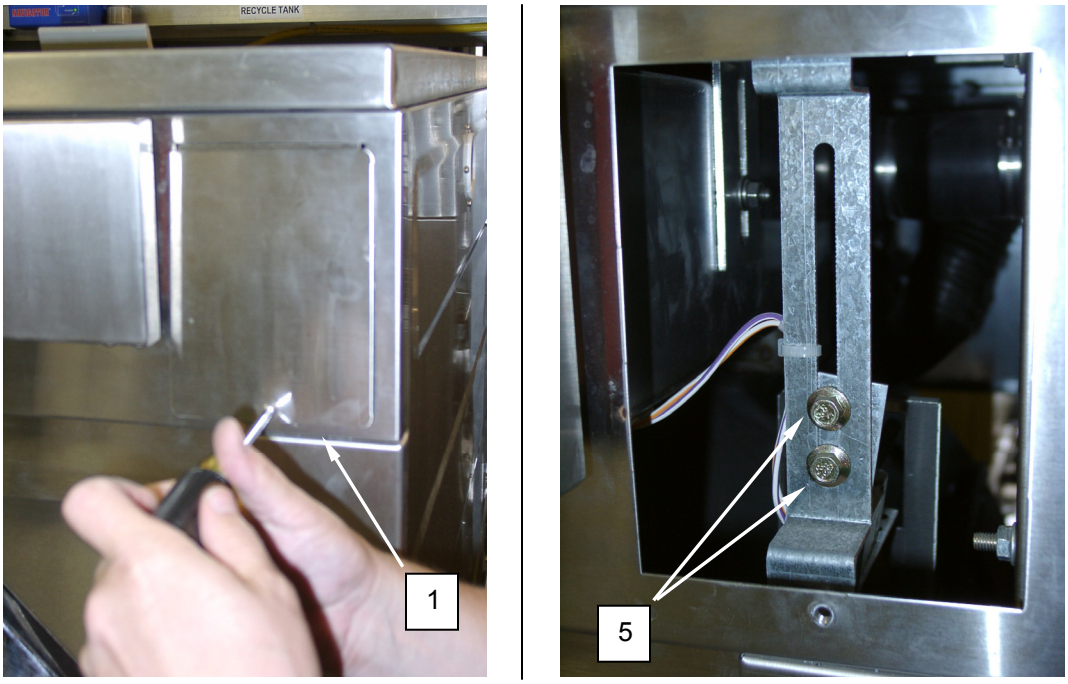
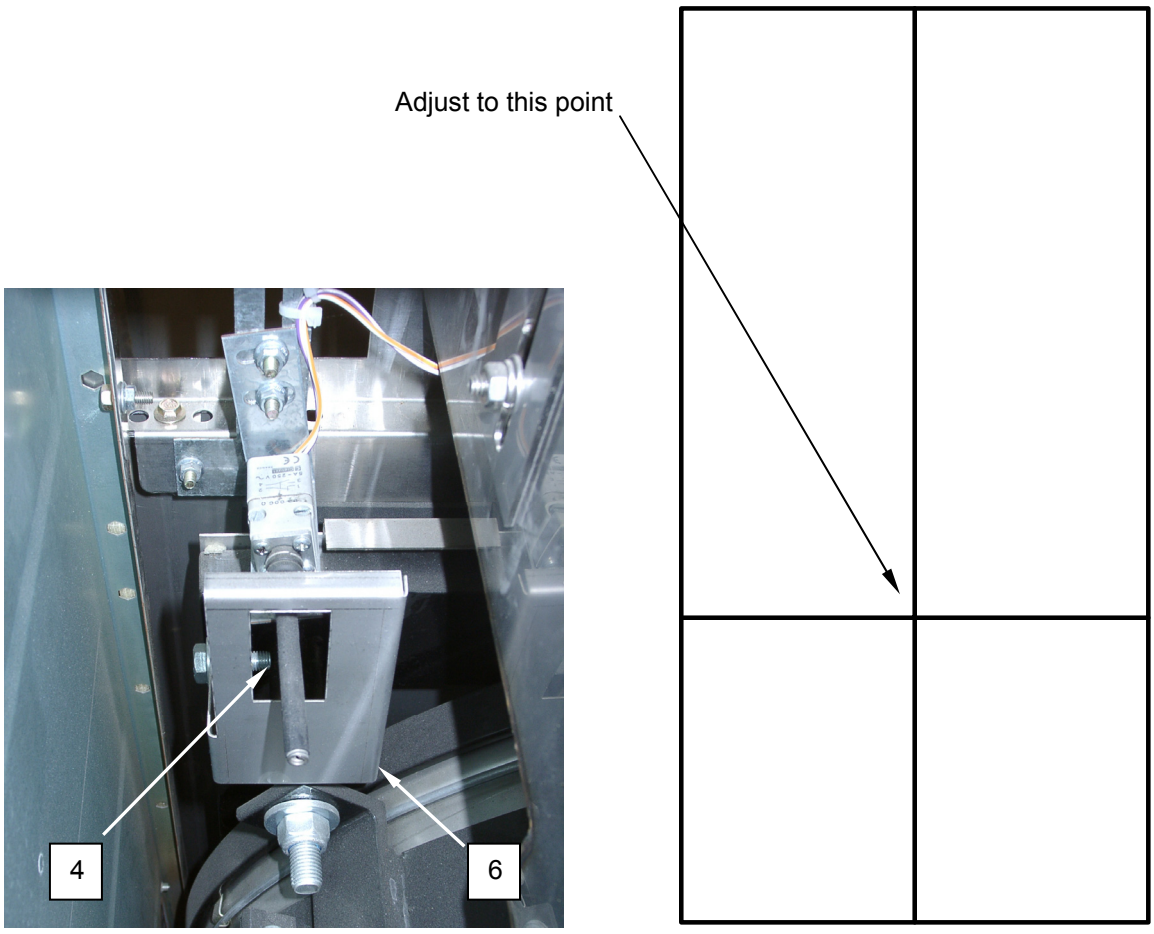

Figure 3. Adjust the Balance Switch.
Figure 4. Adjust the Balance Switch.
2. Remove the screw retaining the washer right front panel **(Figure 3, Item 1)**, and remove the right front panel.
3. Loosen the screws **(Figure 3, Item 5)** retaining the balance switch, and adjust the balance switch to locate the trigger spring **(Figure 4, Item 4)** in the horizontal center of the trigger spring window **(Figure 4, Item 6)**, and approximately 1/3 the distance from the bottom of the trigger spring window.
4. Tighten the balance switch retaining screws **(Figure 3, Item 5)**.
5. Install the washer right front panel **(Figure 3, Item 1)** and retain with screw.